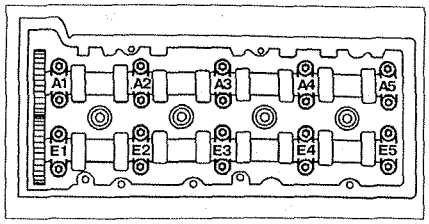

Рис. 5.23. Маркировка крышек подшипников распределительных валов.
15. Установите крышки подшипников **8** в порядке, обратном снятию. Каждая крышка имеет свою маркировку (см.рис.5.23). **Маркировка подшипников левого распределительного вала, начиная с переда: E1-E5. Маркировка подшипников правого распределительного вала, начиная с переда: A1-A5.**